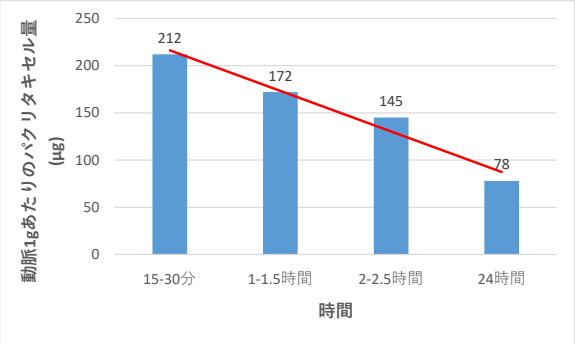

図 2
2. 本品と同一の製造元が製造する、適合ガイドワイヤ径 0.014inch の薬剤コーティングバルーンカテーテル(バルーンに対するパクリタキセルのコーティング量の標準値は本品と同じ 3.0μg/mm²)により治療されたブタ動脈組織のパクリタキセル濃度を図 2 に示す。治療直後に最高値を示し、その後経時的に減少した。